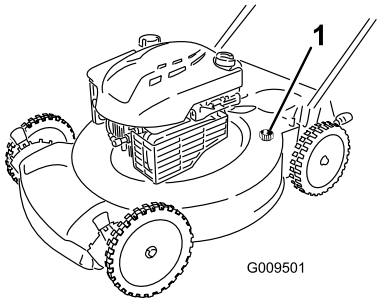

Figura 28
4. Introduzca una manguera de jardín conectada a un grifo en el orificio de lavado de la carcaza del cortacésped (Figura 28).